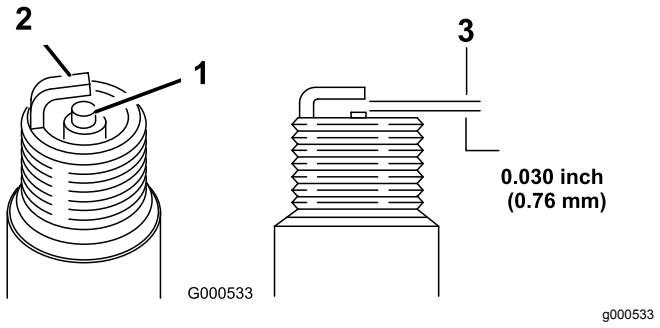

Figur 20
5. Ställ in gapet på det nya stiftet till 0,76 mm såsom visas i Figur 20.